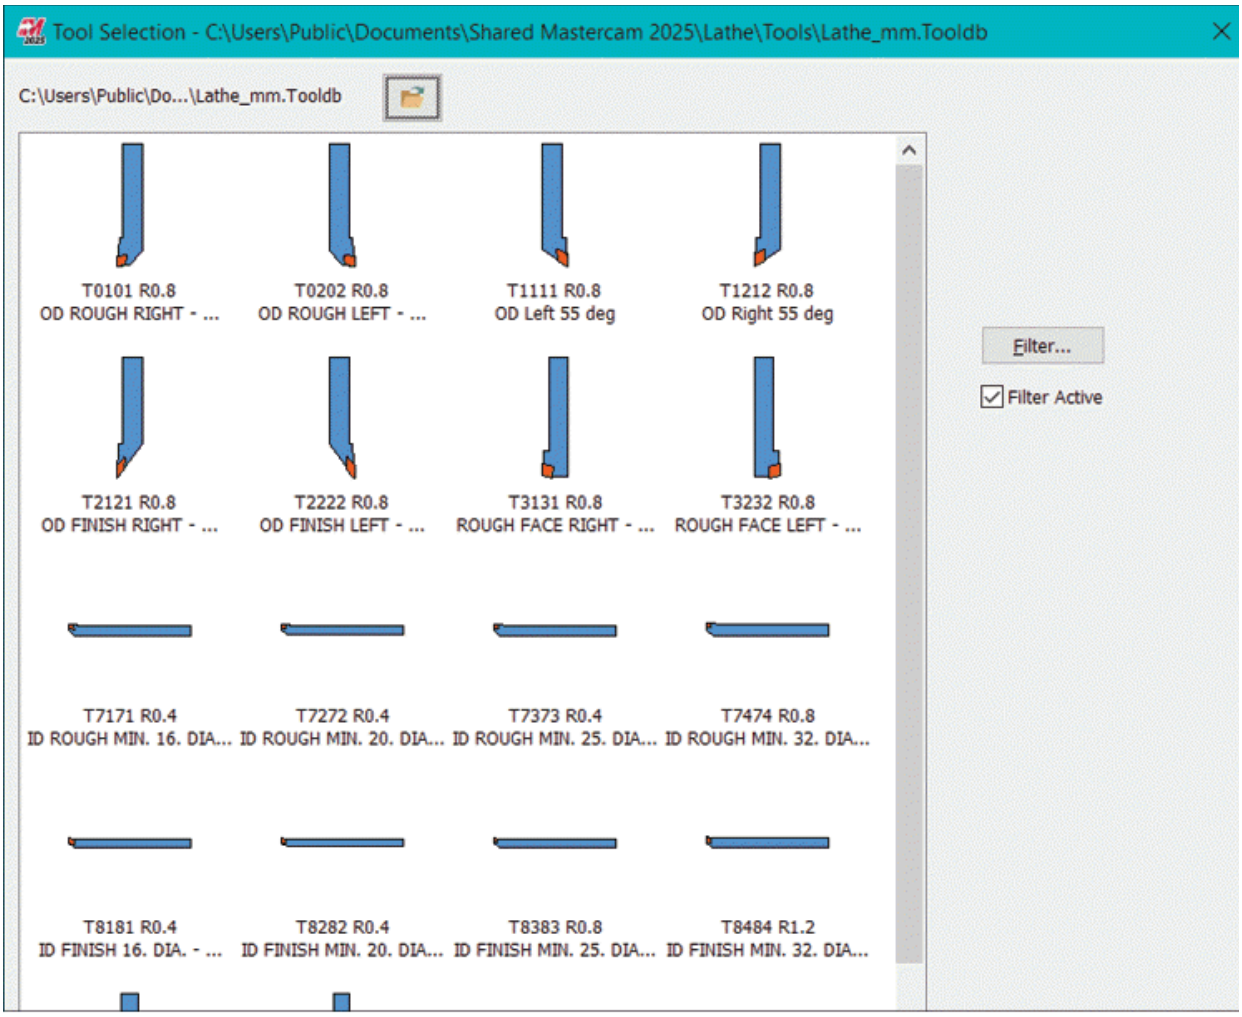

Figure-39. Tool Selection dialog box
- Select desired tool from the list box in the left or click on the **`Select library`** tool, the **`Tool Selection`** dialog box will be displayed; refer to Figure-39.